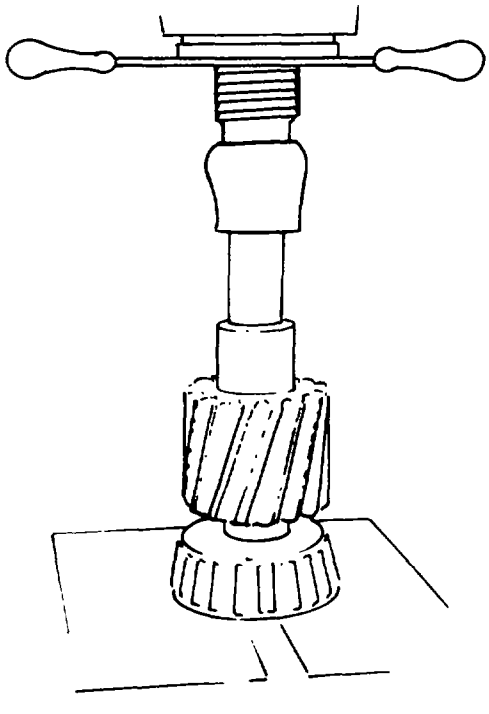

Fig. 314 — Installing Left-hand Bearing Cone
c. Install the left-hand bearing onto the keyway end of the shaft, using the hydraulic press (see Fig. 314).